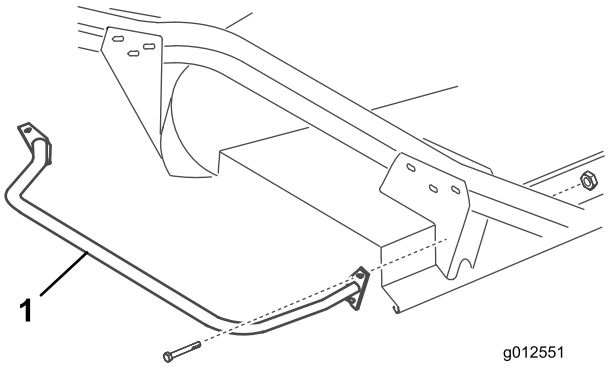

図 23
2. バンパーの前取り付けプレートの上穴を、キャスタアームブラケットに固定するボルト5/16 -18 x 3 インチとロックナットを使用する図 23。